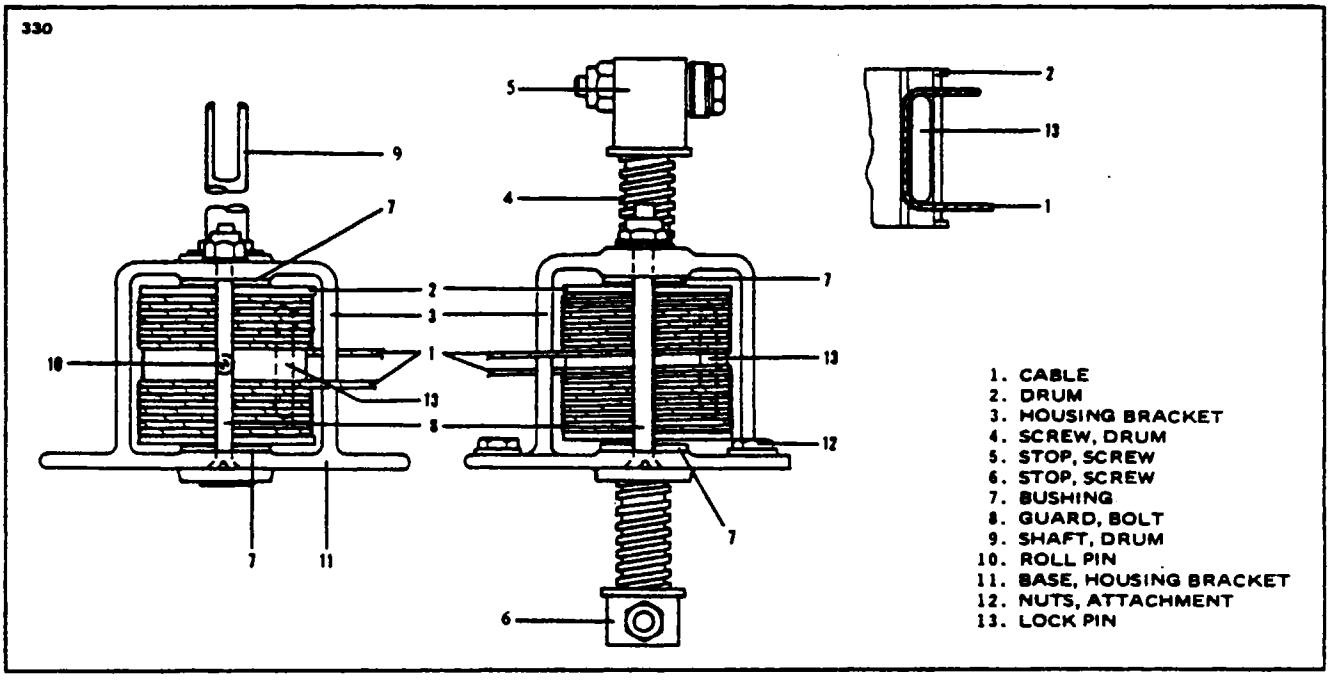

Figure 5-19. Trim Screw Assembly
5-55. WRAPPING THE TRIM DRUM. (Refer to Figure 5-19.) All trim drums except the elevator trim are wrapped basically by the same procedure and must be removed from the airplane.
k. Insert the drum in the housing bracket, position the drum and route the cables from the assembly as shown in Figure 5-19.
l. Install the screw (4) and screw stop (5) on the drum shaft (9) and secure with the roll pin (10).